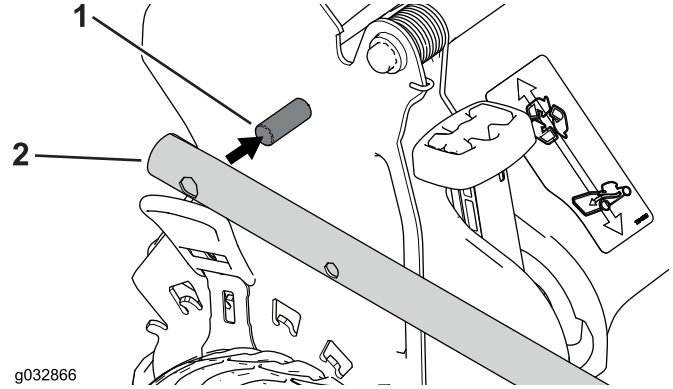

Bild 4
2. Bringen Sie die Griffenden auf dem Mähergehäuse so an, dass der Stift an jeder Griffhalterung in das untere Loch seines jeweiligen Griffendes eingesetzt wird. (Bild 4).